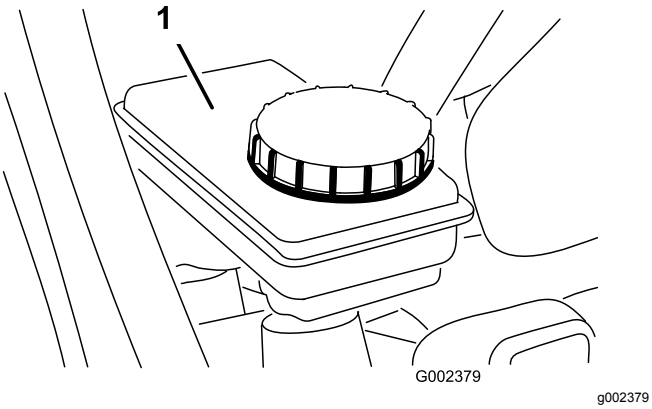

Figur 57
5. Påse at væskenivået er opp til Full-linjen på tanken (Figur 57).
6. Hvis væskenivået er lavt, må du rengjøre området rundt lokket, fjerne lokket og fylle beholderen til passende nivå med den angitte bremsevæsken (Figur 57).